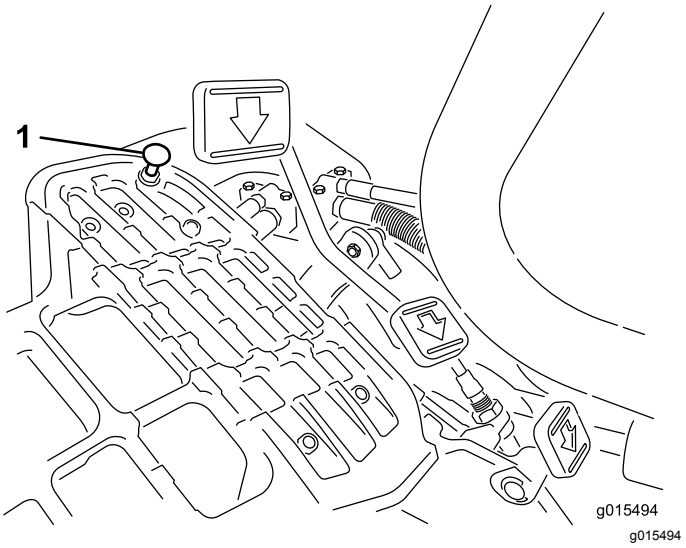

**Rysunek 54**
Naciśnij pedał jazdy. Jeśli pedał dotyka ogranicznika (Rysunek 54) zanim da się wyczuć napięcie linki, wówczas należy dokonać regulacji:
1. Poluzuj przeciwnakrętki głowicy kołnierza mocujące ogranicznik pedału do płyty podłogowej (Rysunek 54).